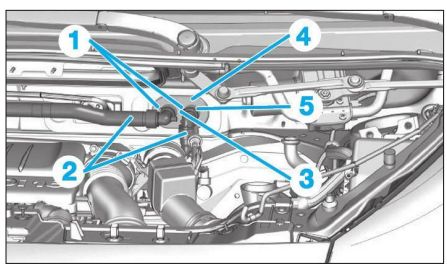

**Fig. 18**
- les agrafes de verrouillage (1) **(Fig.18)**,
• Désaccoupler les durits (2).
- la vis (3),
- la plaque de maintien (4),
- le caoutchouc (5),